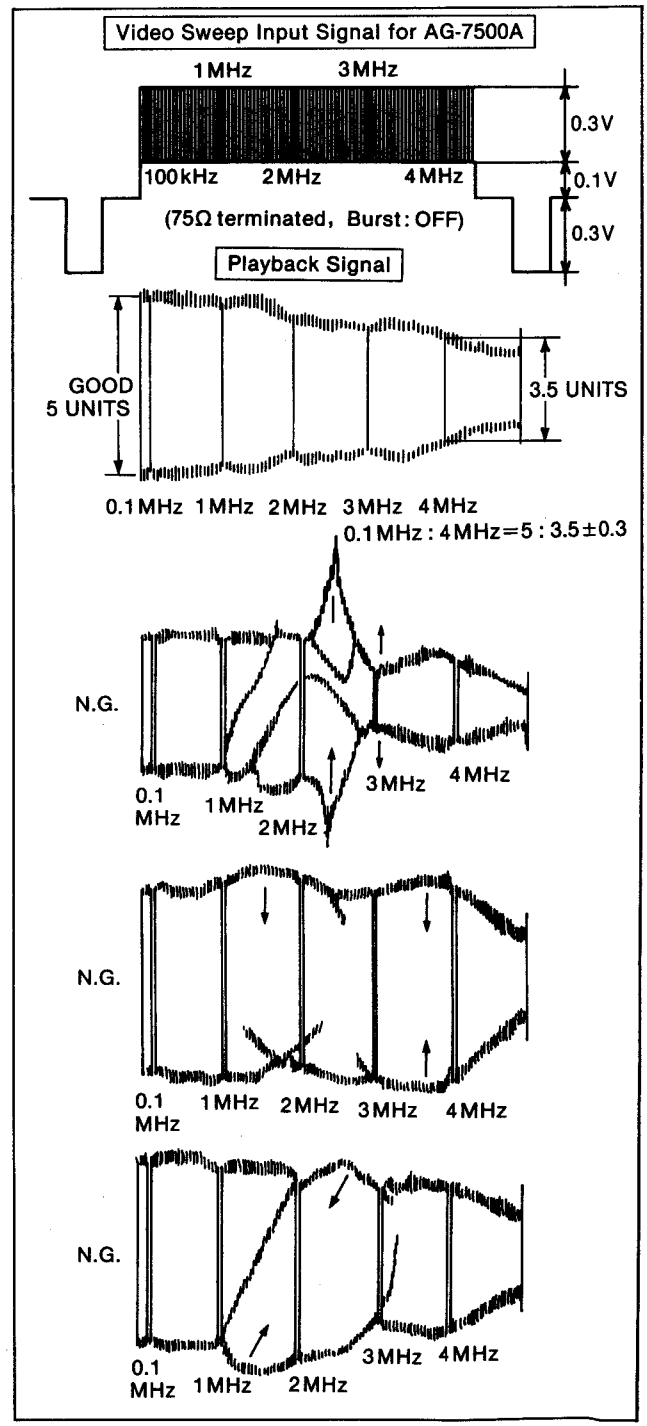

Figure E21
6. Connect TP30022 to the scope and adjust VR31009 and VR31011 so that the level becomes as shown in Figure E21, with minimum distortion.